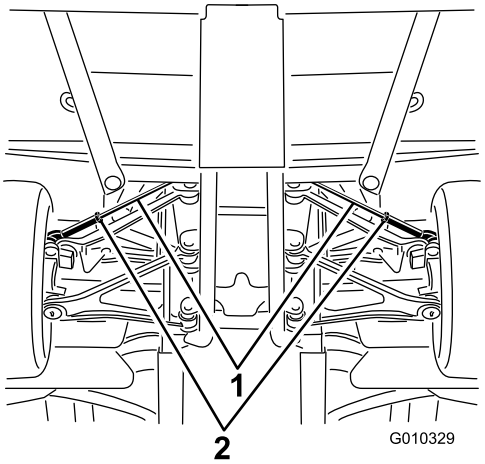

Figur 55
A. Lossa kontramuttern i mitten på dragstången (Figur 55).